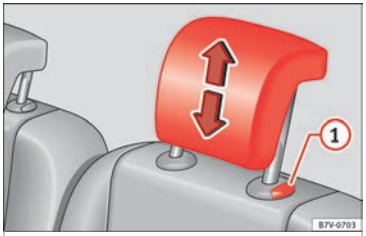

Afb. 153 Inbouwen van de hoofdsteunen van de tweede of derde zitrij.
- Verwijder de hoofdsteunen ››› afb. 153 (1) m.b.v. de drukknop.